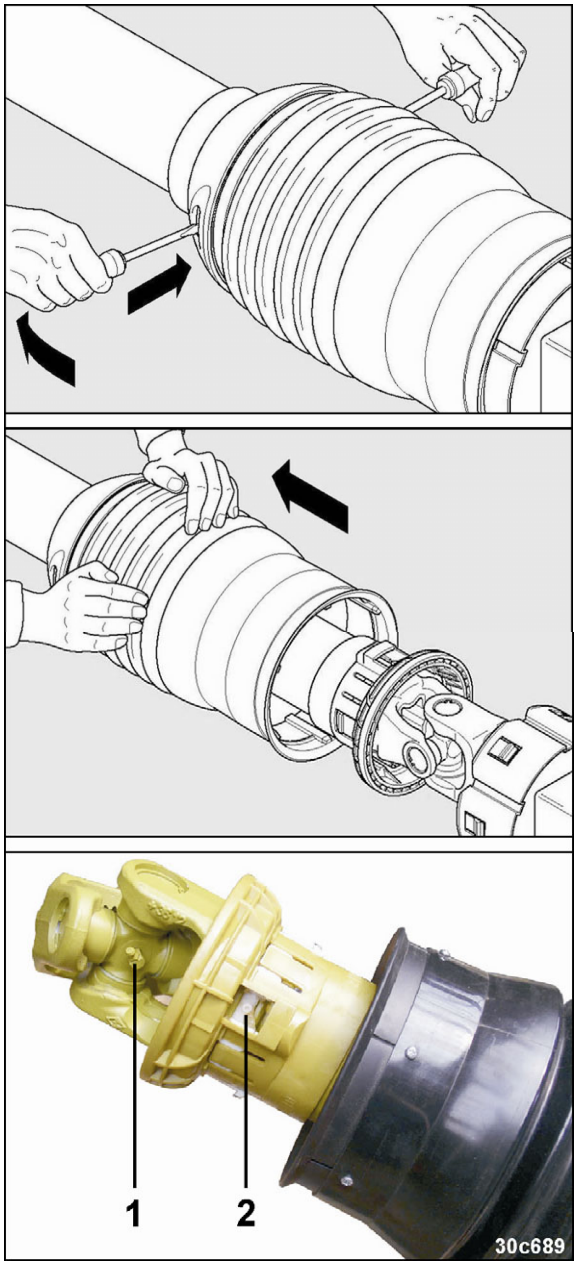

Fig. 232
3. Tag sikringsenheden ud af kardanakslen, f.eks. ved smøring af smøreniplerne (Fig. 232/1+2).